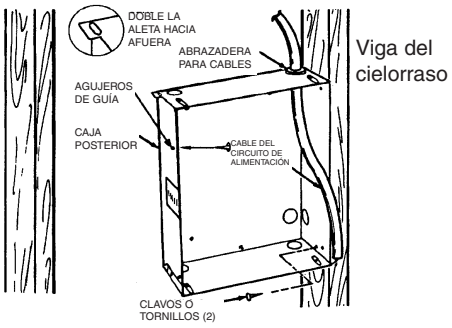

**Figura 1**
1. Determine cuál de los lados de la caja posterior va a montarse contra una viga, y doble las aletas de los ángulos posteriores 90 grados hacia afuera, de manera que la caja quede escuadrada con la viga después de la instalación (vea la Figura 1).
3. Posicione la caja posterior contra un lado de la viga, y asegúrela mediante clavos o tornillos, como se muestra en la Figura 1.
**NOTA:** en los lados de la caja posterior se han provisto agujeros de guía para tornillos para chapa Nº 8. Después de haber terminado la pared o el cielorraso, inserte un tornillo para chapa M4 (Nº 8) (longitud recomendada: 25 mm / 1”) a través del lado de la caja que no está montado en la viga. Esto impedirá que la caja salga hacia afuera cuando se instale el conjunto del calefactor. (Vea la Figura 1).